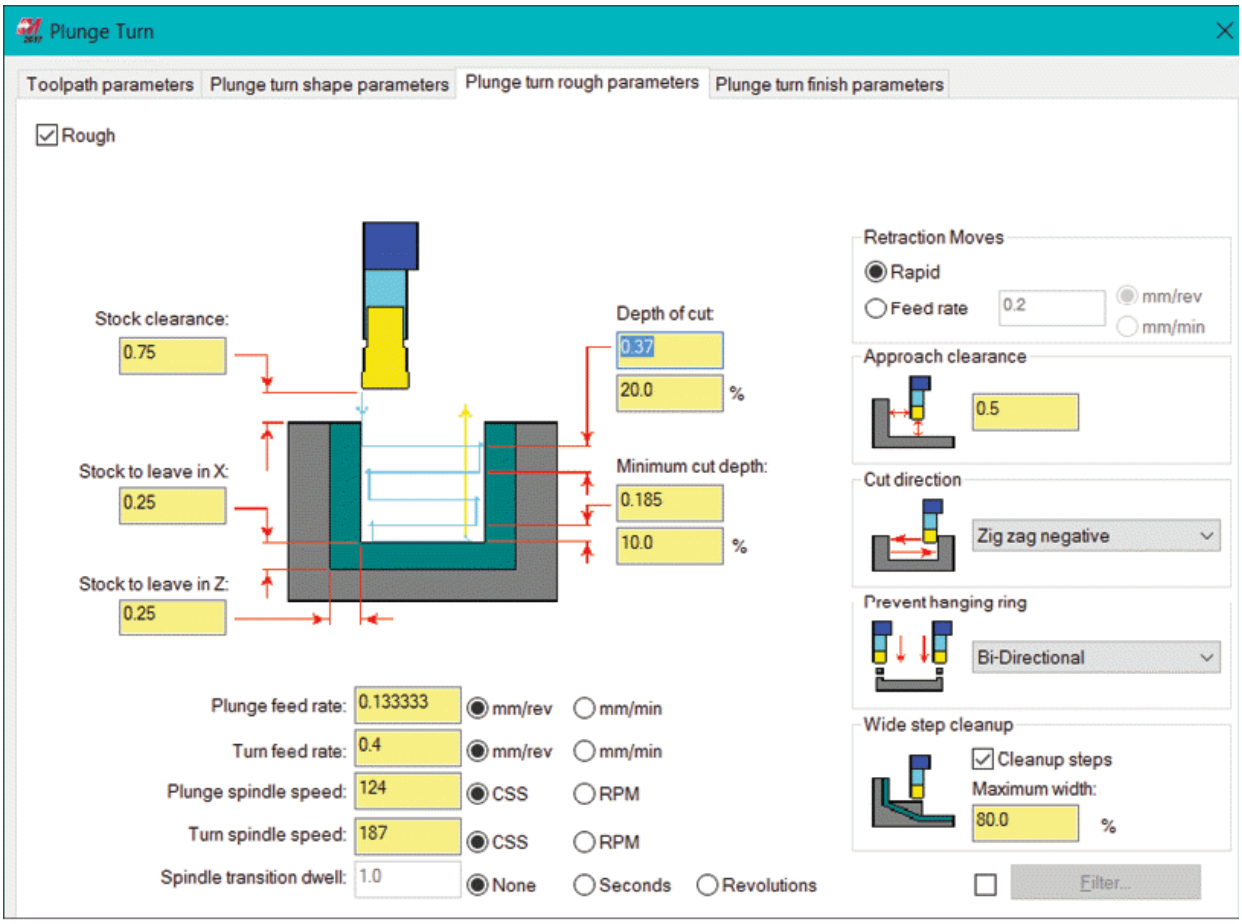

Figure-84. Plunge turn rough parameters tab
- Click on the **Plunge turn rough parameters** tab. The options in the dialog box will be displayed as shown in Figure-84.